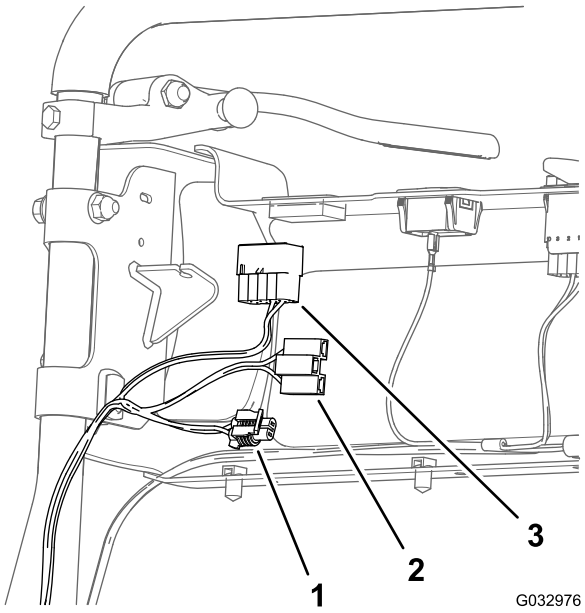
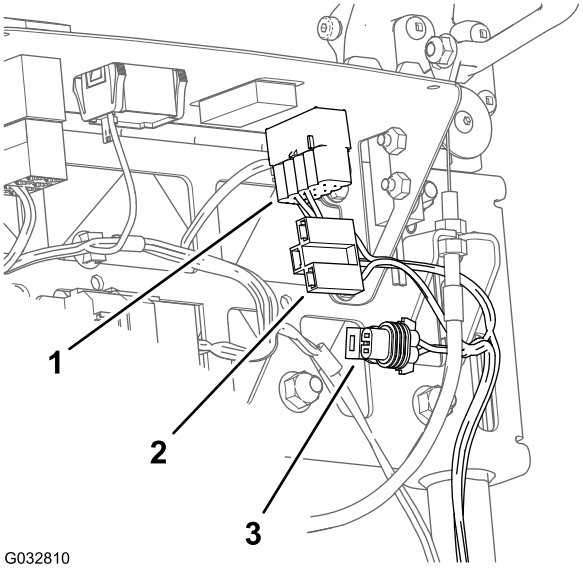

Figuur 13
Figuur 14
- Gebruik de stekker met 3 contacten bij de montage van de optionele **draadloze urenteller** (Figuur 13 en Figuur 14).
- Gebruik de kabelboomverbinding voor de stekker met 2 contacten en de verlichtingskabelboom bij de montage van de optionele **led-lamp** (Figuur 13 en Figuur 14).